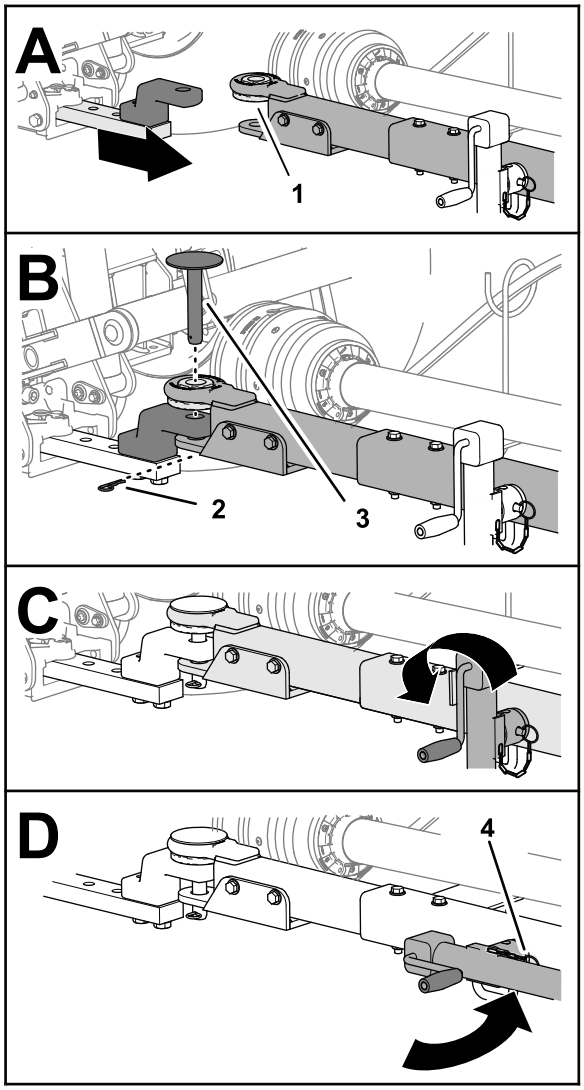

Rysunek 29
- Jeżeli kosiarka wyposażona jest w zaczep na sworzeń, włóż zawleczkę zaczepu przez otwory w zaczepie holowniczym i dyszlu i zabezpiecz ją zawleczką (Rysunek 29).
6. Całkowicie podnieś podnośnik (Rysunek 29).
7. Wyjmij sworzeń mocujący podnośnik do zaczepu holowniczego, obróć podnośnik do położenia poziomowego i zamocuj podnośnik do zaczepu z wykorzystaniem sworznia (Rysunek 29).